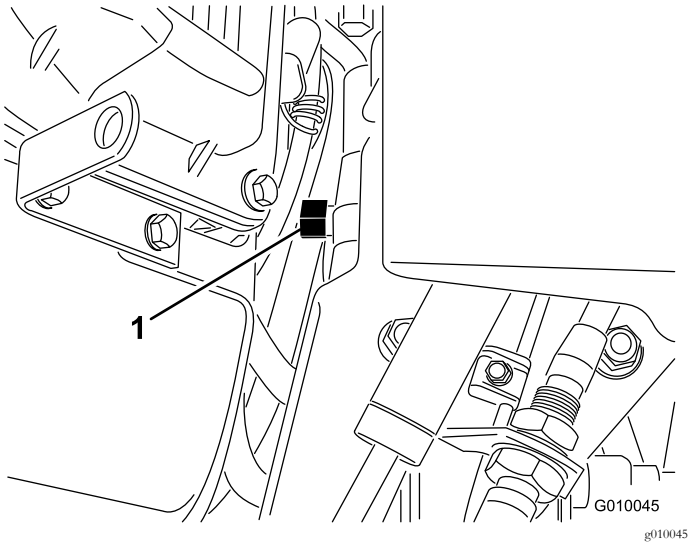

**Figur 30**
2. Finn omløpsventilen mellom motoren og den hydrostatisk pumpen (Figur 30).
3. Bruk en 5/8-tommes skrunøkkel og roter omløpsventilen én omdreining mot klokken. Dette gjør at hydraulikkvæsken kan gå utenom pumpen, og at hjulene kan rulle (Figur 30).
5. Drei omløpsventilen én gang med klokken for å bruke maskinen igjen (Figur 30).